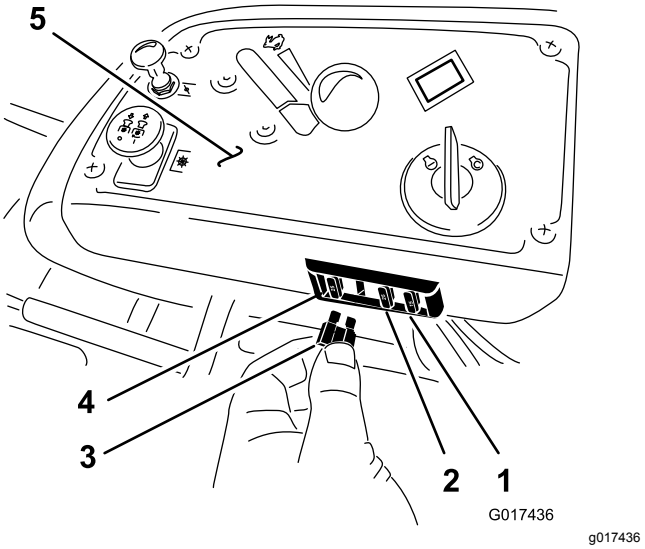

Bild 53
Die Sicherungen befinden Sie rechts am Armaturenbrett neben dem Sitz (Bild 53).
2. Setzen Sie eine neue Sicherung ein (Bild 53).